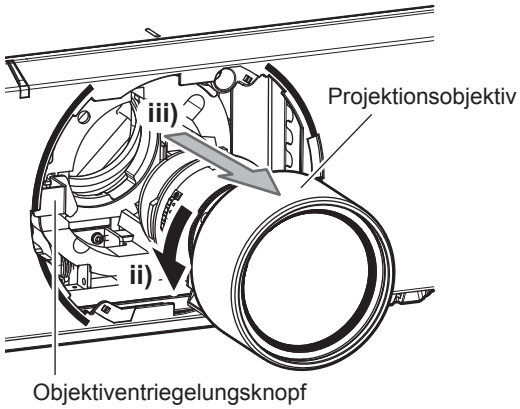

Abb. 2
**2) Halten Sie den Objektiventriegelungsknopf gedrückt und drehen Sie das Projektionsobjektiv gegen den Uhrzeigersinn bis zum Ende und nehmen Sie es ab. (Abb. 2)**